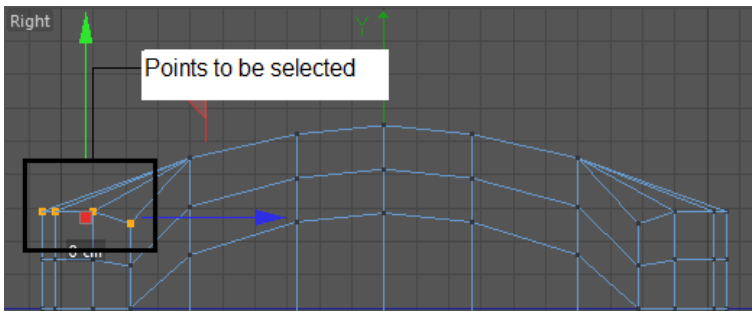

Figure 3-30 *The points to be selected*
20. Select the points of *Computer mouse* in the Right viewport, as shown in Figure 3-30.